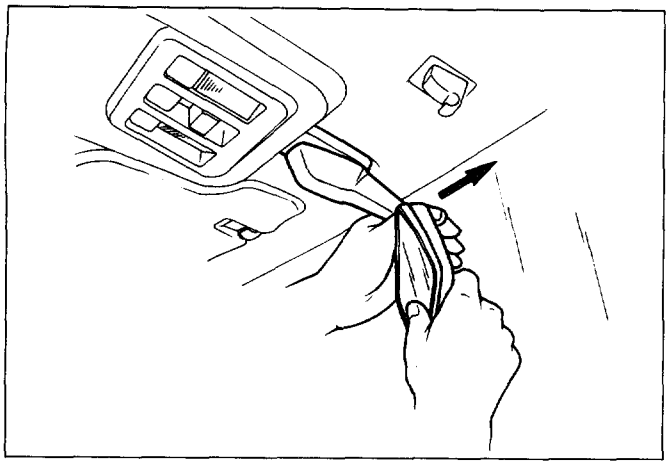

Fig. 10-231
3. **Rear view mirror (Fig. 10-231)**